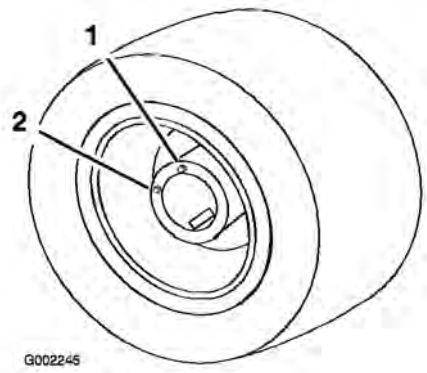

Figur 49
5. Flyt køretøjet langsomt, indtil hjulet er placeret til påfyldning som vist i figur Figur 49